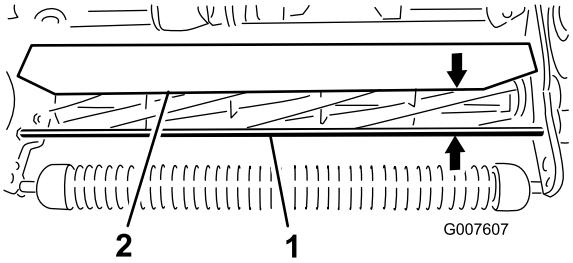

**Figura 55**
1. Meça a distância da parte superior da barra de apoio da frente à borda frontal do resguardo em cada extremidade da unidade de corte (Figura 55).